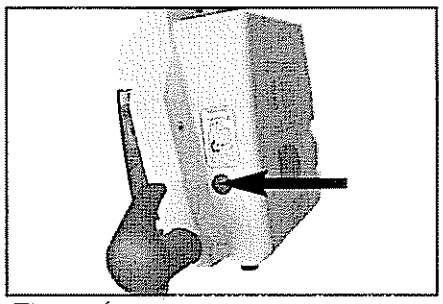

Figure 4
1. Find the rubber stopper and label on the side of the lift (Figure 4).